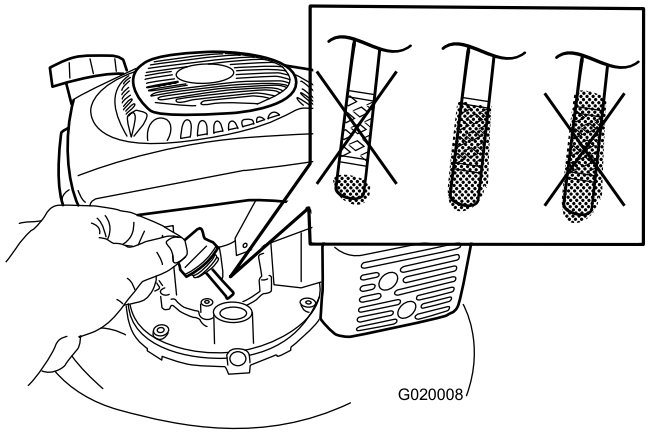

Figur 5
1. Fjern peilestaven (Figur 5).
2. Hell olje **langsomt** inn i oljepåfyllingshullet til oljenivået når Full-merket på peilestaven (Figur 5). **Fyll ikke på for mye.** (Maks. påfyll: 0,59 l, type: 10W-30 eller rensende SAE 30-olje med API-serviceklassifisering SJ, SL eller høyere.)
Merk: Hver gang du kontrollerer oljenivået skal du fjerne og rengjøre peilestaven, sette den i oljepåfyllingshalsen (men **ikke** skru den inn), deretter fjerne den igjen og kontrollere nivået (Figur 5).